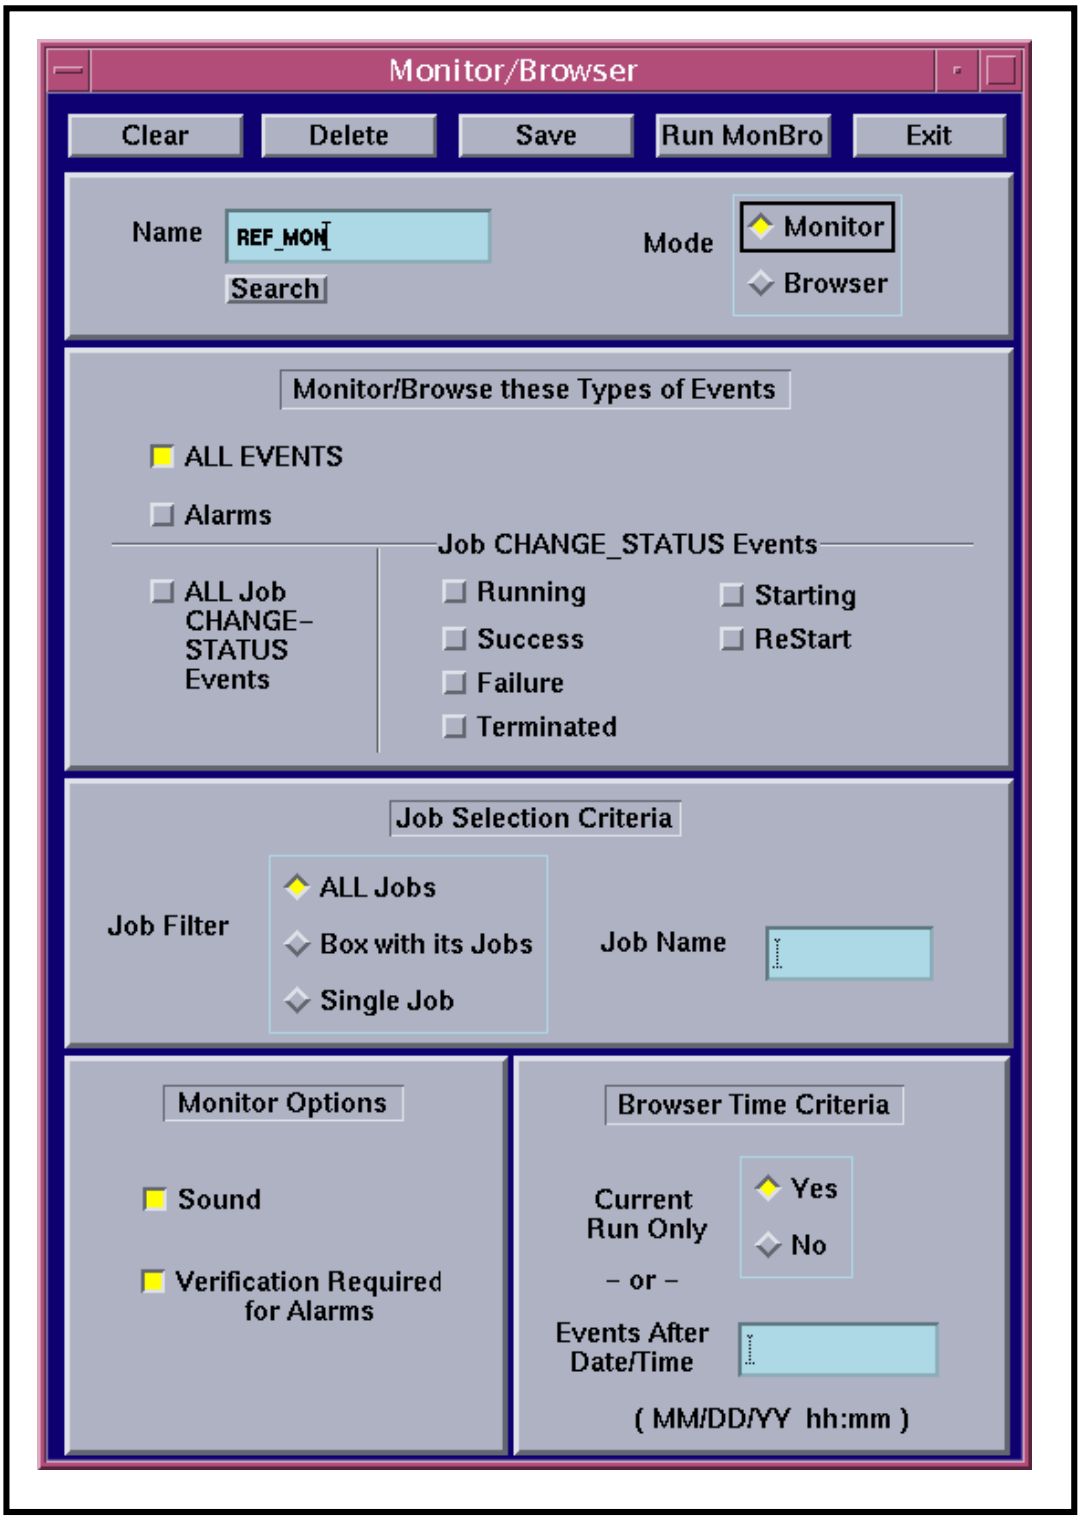

Figure 82. Monitor/Browser GUI
- The **Monitor/Browser** GUI (Figure 82) is displayed.